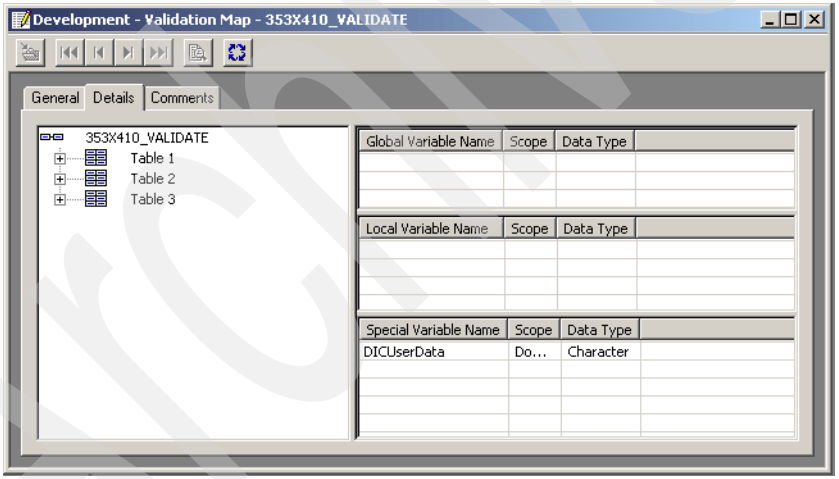

Figure 18-39 Validation map editor
7. The map is loaded, and the Validation Map Editor opens on the Details tab (Figure 18-39).